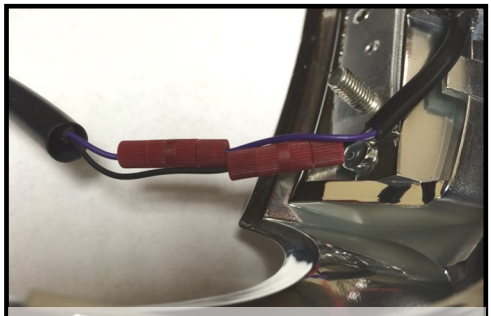

Figure 1 - Staggered Formation
5. Prepare you bike's wiring to connect to the Posi-Lock™ connectors. Trim back the jacket and measure how much the one wire will need to be in order to have connectors in staggered formation. Attach the other piece of shrink tubing provided with the kit over the wire. (See Figure 1)